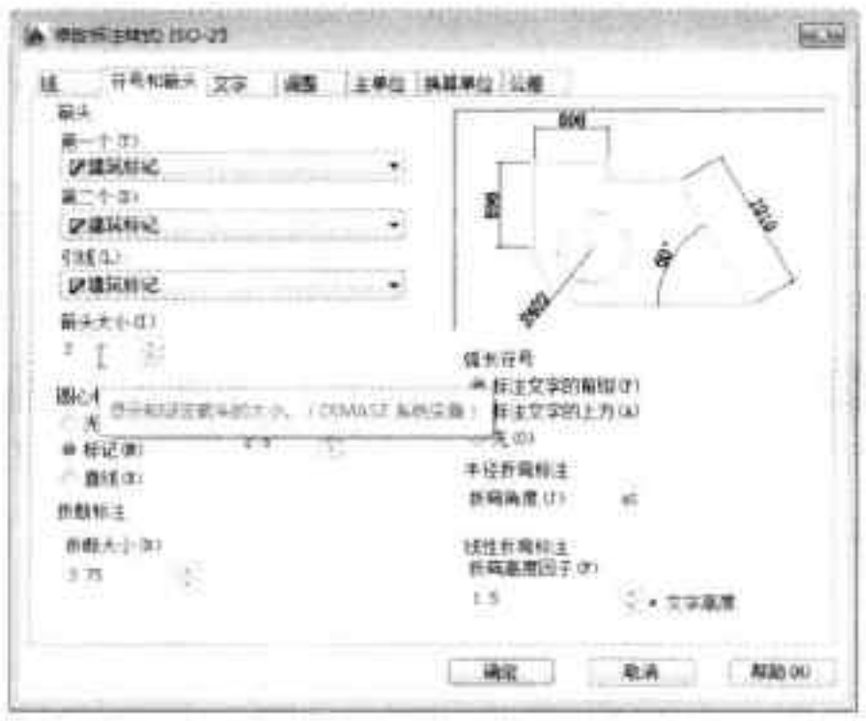

图20-77 设置标注属性
Step 13 在打开的“修改标注样式”对话框中，根据需要对文字、箭头以及位置进行调整，如图 20-77 所示。